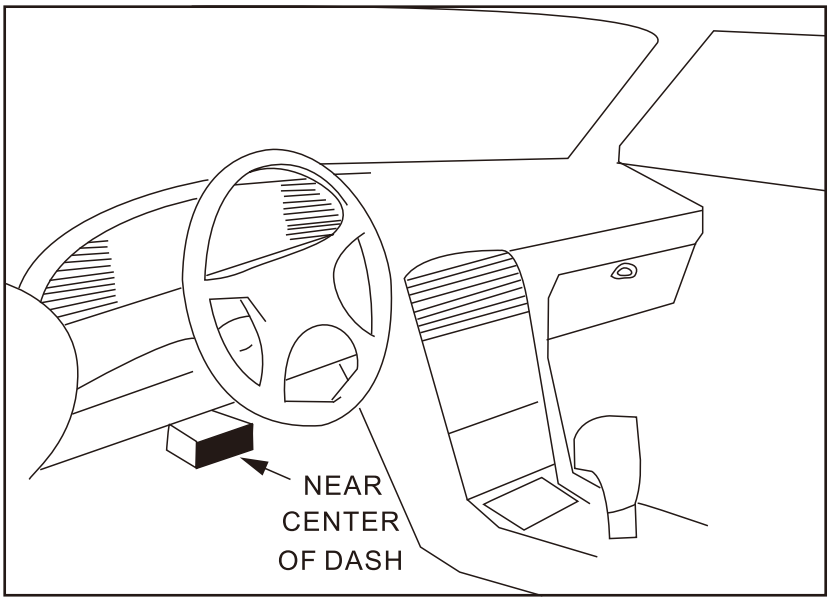

Figure 3-1
2)Locate the vehicle's DLC socket: Refer to Fig. 3-1 for the location. If no DLC is found, please refer to Automobile Repair Manual.